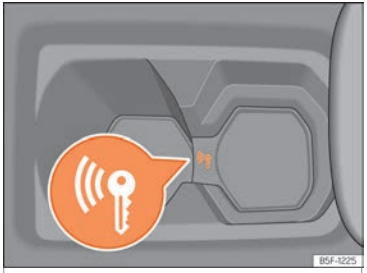

Fig. 162 En la consola central: arranque de emergencia.
- Inmediatamente después de presionar el pulsador de arranque, ponga la llave en el portabebidas de la consola central ››› fig. 162, lo más cerca posible del logo *Kessy*.